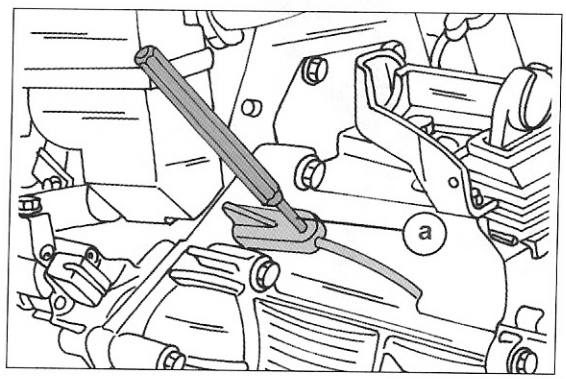

Bild 114
- Die Kurbelwelle gegen Mitdrehen arretieren und die Schraube der Riemenscheibe lockern und lösen. Zum Blockieren der Kurbelwelle kann man einen Metallstab von 8 mm Durchmesser an der in Bild 114 gezeigten Stelle einschieben oder man schraubt den Motordrehzahlgeber aus und schiebt einen kräftigen Schraubendreher in die Bohrung und in die Zähne des Schwungradzahnkranzes ein. Eine weitere Lösung wäre das Einlegen eines Ganges, damit sich die Welle nicht drehen kann. Eine festsitzende Riemenscheibe mit zwei untergesetzten Reifenhebeln von der Welle abdrücken.